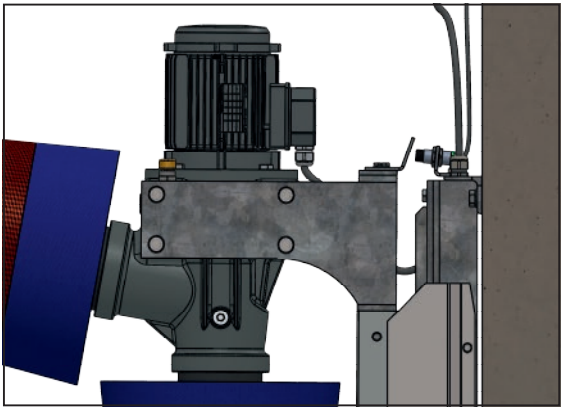

Abbildung 6: Kabellänge A-B = 55 cm, Sensorabstand 8 – 10 mm
7. Abstand des Sensors zur Schaltfahne prüfen (Abb. 6).